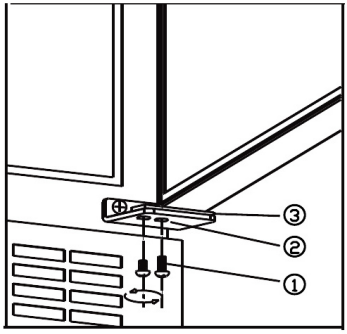

fig. 6.1
- Démontez les vis (1). SOUTENEZ LA PORTE ! Voir fig. 6.1.